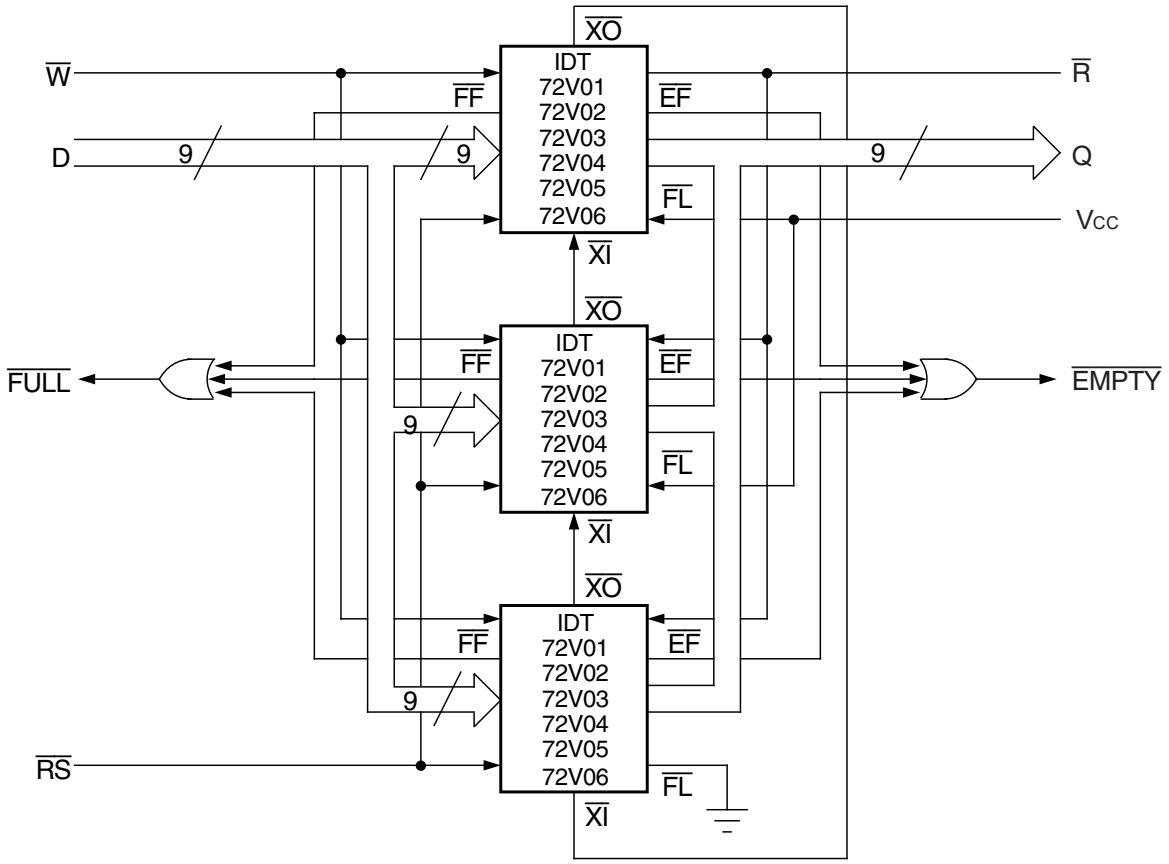

Figure 14. Block Diagram of 1,536 x 9, 3,072 x 9, 6,144 x 9, 12,288 x 9, 24,576 x 9 and 49,152 x 9 FIFO Memory (Depth Expansion)
These FIFOs can easily be adapted to applications when the requirements are for greater than 512/1,024/2,048/4,096/8,192/16,384 words. Figure 14 demonstrates Depth Expansion using three IDT72V01/72V02/72V03/72V04/72V05/72V06s. Any depth can be attained by adding additional IDT72V01/72V02/72V03/72V04/72V05/72V06s. These devices operate in the Depth Expansion mode when the following conditions are met:
3. The Expansion Out ($\overline{XO}$) pin of each device must be tied to the Expansion In ($\overline{XI}$) pin of the next device. See Figure 14.
4. External logic is needed to generate a composite Full Flag ($\overline{FF}$) and Empty Flag ($\overline{EF}$). This requires the ORing of all $\overline{EF}$s and ORing of all $\overline{FF}$s (i.e. all must be set to generate the correct composite $\overline{FF}$ or $\overline{EF}$). See Figure 14.
1. $\overline{XI}$ is connected to $\overline{XO}$ of previous device. See Figure 14. $\overline{RS}$ = Reset Input, $\overline{FL}/\overline{RT}$ = First Load/Retransmit, $\overline{EF}$ = Empty Flag Output, $\overline{FF}$ = Full Flag Output, $\overline{XI}$ = Expansion Input, $\overline{HF}$ = Half-Full Flag Output
1. For depth expansion block see section on Depth Expansion and Figure 14.